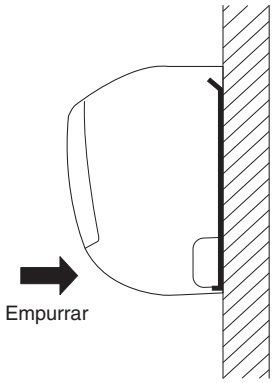

Fig. 3-22
(1) Quando instalar a unidade interior, monte a unidade interior nas 3 linguetas na parte superior da placa traseira.
(2) Segure a saída de descarga de ar e pressione a parte inferior da unidade interior até que encaixe no sítio para prender firmemente nas 2 linguetas na parte inferior da placa traseira. (Fig. 3-22)